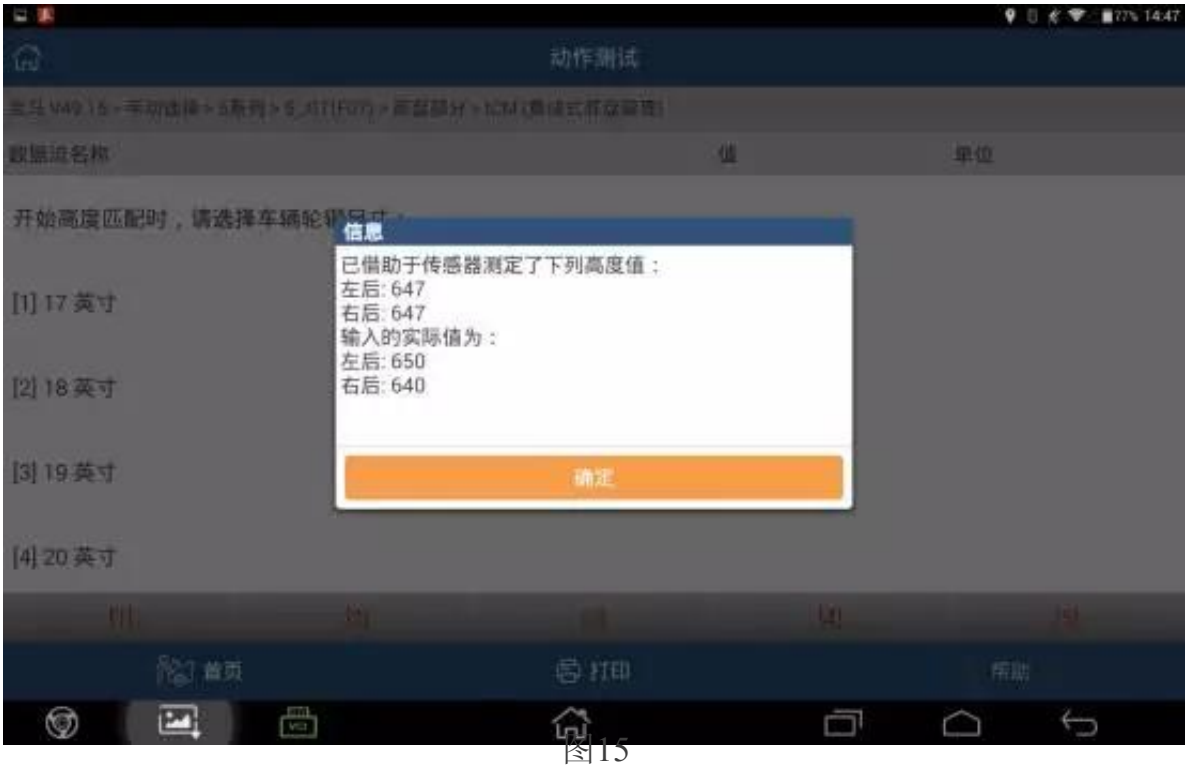

图15
16. The measurement value of the sensor and the actual value of the input, as shown in figure 15;